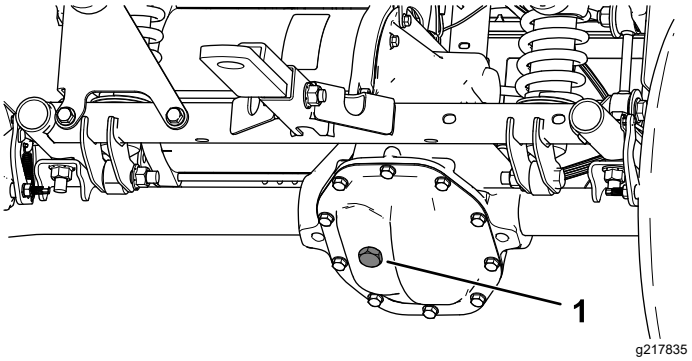

Figura 50
4. Retire el tapón de llenado del transeje (Figura 50).
5. Si el nivel de fluido es bajo, retire el tapón de llenado y añada el fluido especificado hasta que salga del orificio (Figura 50).
4. Retire el tapón de llenado del transeje, y llene el transeje con el fluido especificado hasta que salga del orificio de llenado (Figura 50).